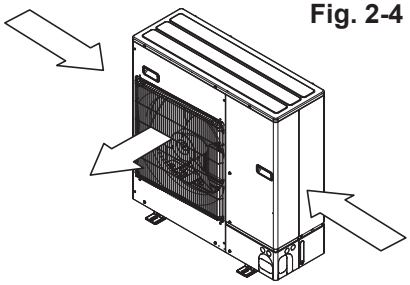

Fig. 2-5
③ Placer l’appareil de sorte que la sortie d’air souffle dans la direction perpendiculaire à celle des vents saisonniers, si celle-ci est connue. (Fig. 2-5)